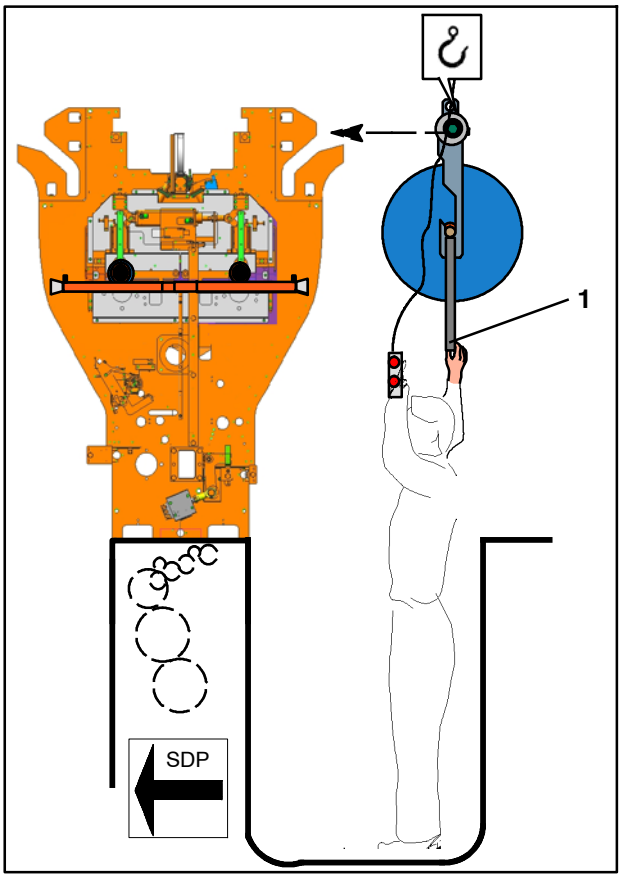

Fig. 143 Dispositif de suspension et bobine montée
11. Actionner la grue d'atelier et transporter avec précaution l'arbre à friction et la bobine montée jusqu'au dérouleur en évitant le plus possible les à- coups et en se servant de l'étrier (Fig. 143/1) pour guider le dispositif de suspension